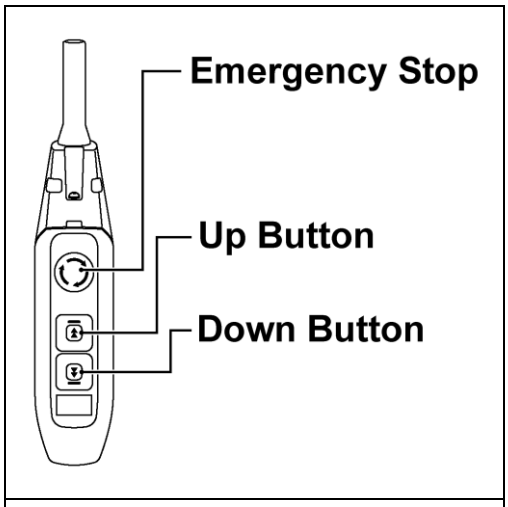

Figure 4-1 Push Button Pendant Control
4.3.2 Emergency Stop Button – Press the Emergency Stop Button to perform an emergency stop and lock-out of hoist motion controls or to reset the VFD as shown in Figure 4-1. Turn the Emergency Stop Button clockwise to unlock the controls and allow hoist operation. “Hbb” will appear on the dual speed unit’s VFD display when the Emergency Stop Button is depressed.
4.3.3 Single Speed Pendant Control – When using the pendant control depress the UP button to raise the hoist load chain/hook or the DOWN button to lower the hoist load chain/hook as shown in Figure 4-1. To stop motion release the buttons.
4.3.4 Dual Speed Pendant Control – Pendant controls supplied with dual speed hoists have two step control buttons. For low speed depress the button to the first step and for high speed depress the button fully to the second step. Use the UP button to raise the hoist load chain/hook or the DOWN button to lower the hoist load chain/hook as shown in Figure 4-1. To stop motion release the buttons.